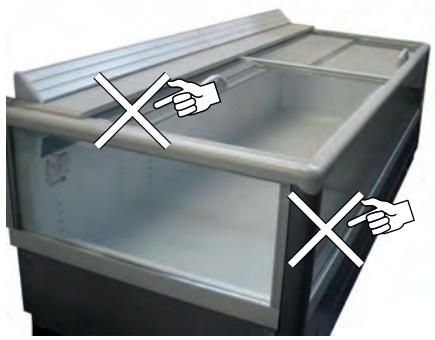

Fig. 12
- La marchandise ne bouche pas le flux d'air réfrigéré ("Fig. 12").